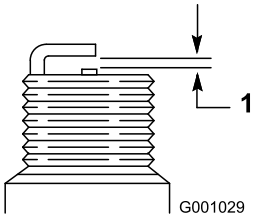

Figur 51
4. Justera elektrodgapet till 0,76 mm (Figur 51).